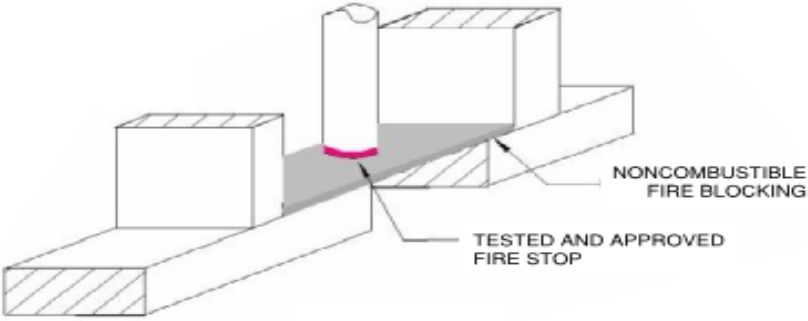

Figure 4 - Membrane Firestop with non-combustible fireblocking
f. Unrated membrane penetrations, such as when a hole for a pipe or duct is cut out too large to be filled properly with firestop material, the excess area can be filled with non-combustible fireblock, and then the annular area around the pipe/duct is filled with firestop material. (FIGURE 4)